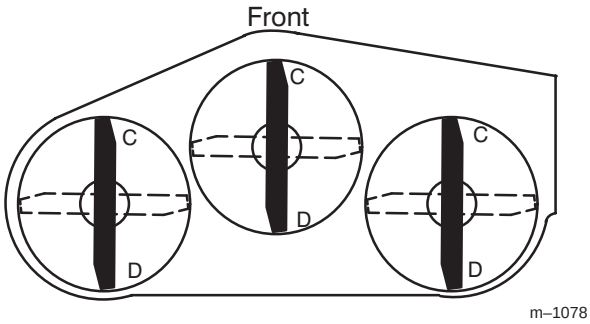

Figure 29
1. Rotate the blades until the ends face forward and backward (Fig. 29).